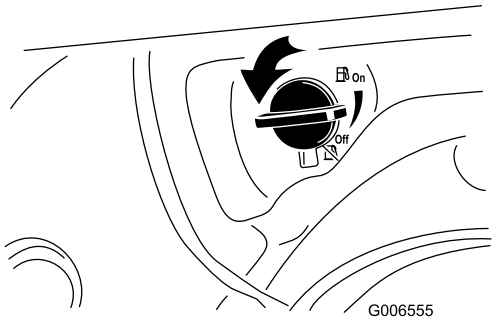

Figur 21
2. Drej brændstofafbryderventilen en kvart omgang mod uret for at åbne den (Figur 21).